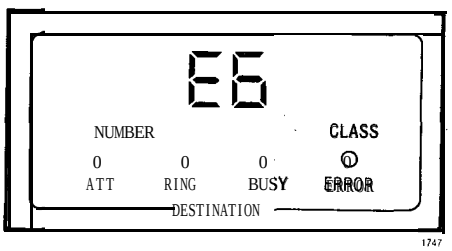

Fig. 243-3 Typical Error Code Display
Error E3 (Table 003-I) may occur after Step (4). See Note 2 and Fig. 243-3